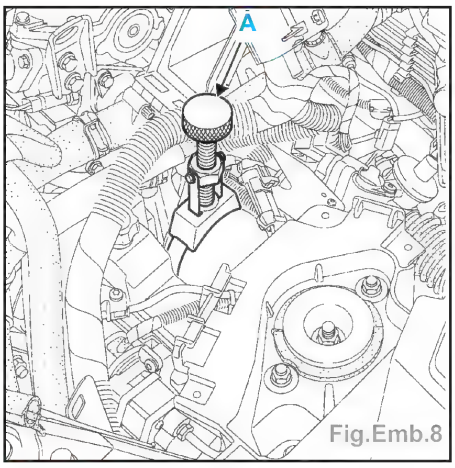

Fig.Emb.8
- Avec l'outil **Mot.445** (A), déposer l'accumulateur (Fig.Emb.8).